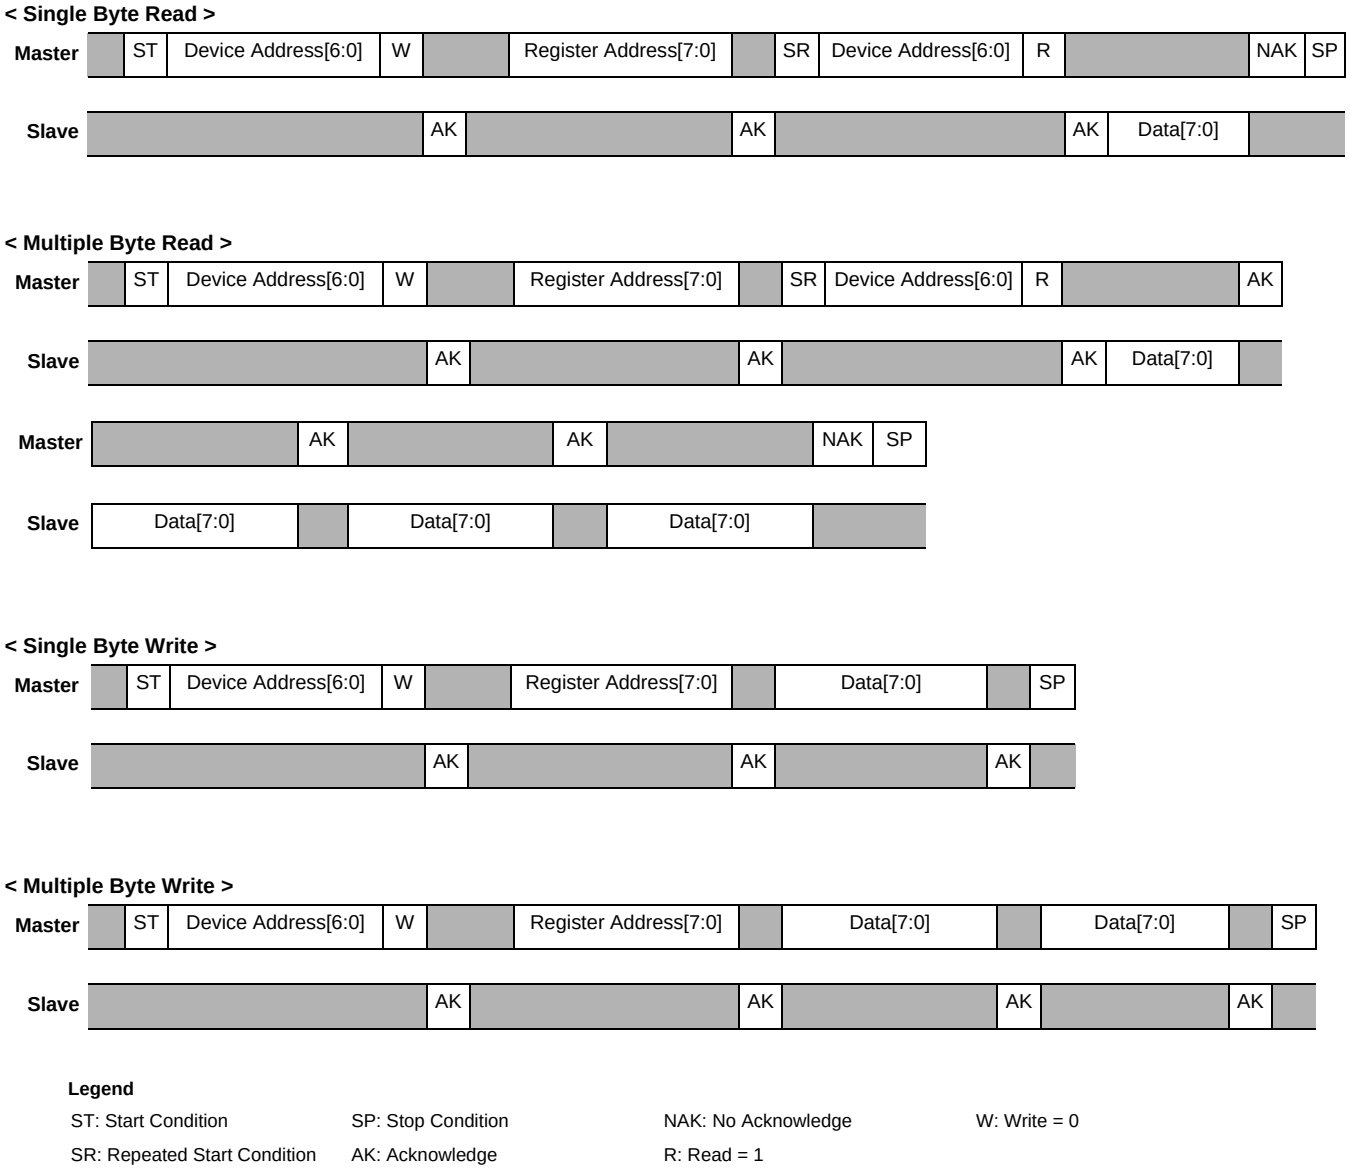

Figure 11. I²C Timing Diagram
The MMA8452Q has an internal ADC that can sample, convert and return sensor data on request. The transmission of an 8-bit command begins on the falling edge of SCL. After the eight clock cycles are used to send the command, note that the data returned is sent with the MSB first once the data is received. Figure 11 shows the timing diagram for the accelerometer 8-bit I^2C read operation. The Master (or MCU) transmits a start condition (ST) to the MMA8452Q, slave address ($1D), with the R/W bit set to “0” for a write, and the MMA8452Q sends an acknowledgement. Then the Master (or MCU) transmits the address of the register to read and the MMA8452Q sends an acknowledgement. The Master (or MCU) transmits a repeated start condition (SR) and then addresses the MMA8452Q ($1D) with the R/W bit set to “1” for a read from the previously selected register. The Slave then acknowledges and transmits the data from the requested register. The Master does not acknowledge (NAK) the transmitted data, but transmits a stop condition to end the data transfer.